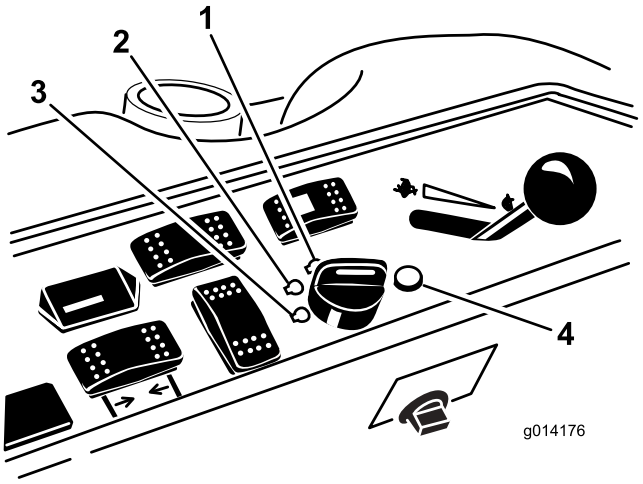

Figura 12
6. Gire la llave de contacto a la posición Marcha (Figura 12).
3. Gire la llave de contacto a la posición de Desconectado (Figura 12). Espere a que se detengan todas las piezas en movimiento antes de abandonar el puesto del operador.